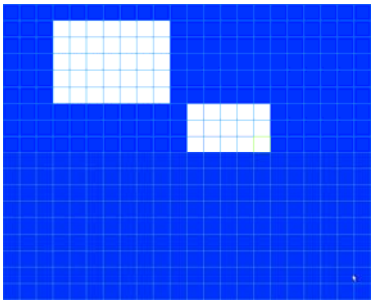

Figure 4-26
- Region: Click select button, the interface is shown as in Figure 4-26. Here you can set motion detection zone. There are 396(PAL)/330(NTSC) small zones. Blue zone is the motion detection zone. White zone is the disarmed zone. System can only detect motion detect signal from the arm region. You can click Fn button to switch between the arm mode and disarm mode. In arm mode, you can click the direction buttons to move the green rectangle to set the motion detection zone. After you completed the setup, please click ENTER button to exit current setup. Do remember click save button to save current setup. If you click ESC button to exit the region setup interface system will not save your zone setup.
In Figure 4-26, you can left click mouse and then drag it to set a region for motion detection. Click Fn to switch between arm/withdraw motion detection. After setting, click enter button to exit.